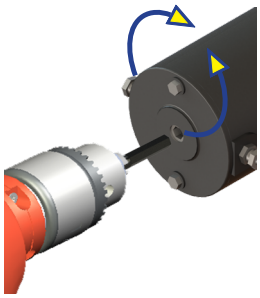

Fig.35
4. Using an electric drill with a ¼" hex bit, insert the hex bit into the manual override coupler to manually operate the system **(Fig.35)**.